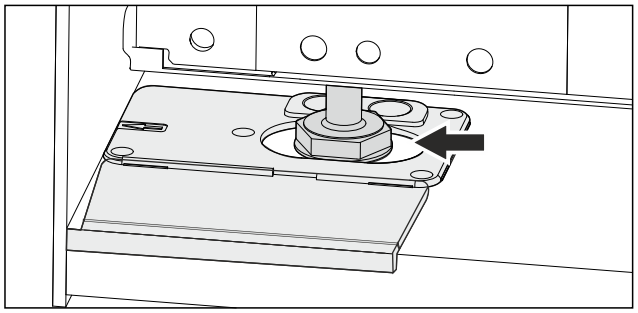

Fig. 45
▶ Vyrovnejte spotřebič pomocí seřizovacích nožek. *Fig. 45 ()*